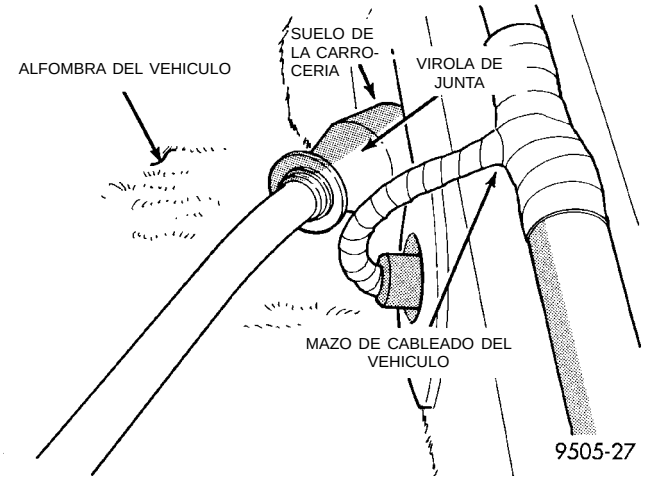

Fig. 155 Instalación de la virola de junta en el suelo de la carrocería
(10) Instale el conjunto de rueda y neumático trasero en el vehículo. Apriete todos las tuercas de espárrago de la rueda en sentido cruzado con la mitad de la torsión especificada. Luego apriete totalmente las tuercas de espárrago con una torsión de 135 N·m (100 libras pie), repitiendo el mismo sentido anterior.
(11) Baje el vehículo.
(12) Tome con fuerza la virola de la junta del cable del freno de estacionamiento al suelo de la carrocería (Fig. 155) con la mano y tire de ella hacia el suelo de la carrocería para asegurarse de que la virola esté completamente asentada allí.